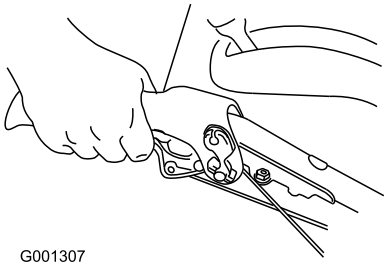

Figur 13
4. For at køre fremad – aktiver traktionsdrevet, og klem langsomt det venstre traktionsgreb ind til håndtaget (Figur 13).